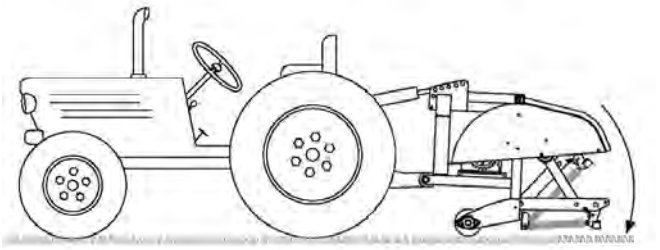

Figuur 11
4. Breng de beluchter volledig omlaag en trek de bovenste schakel van de cilinder of de bovenste schakel volledig uit (Figuur 11).